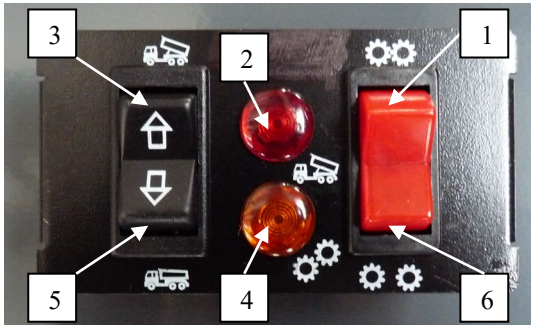

Fig. 24
7.3 Mandos de accionamiento (INSTALACIÓN CON TOMA DE FUERZA AL CAMBIO) (fig. 24)